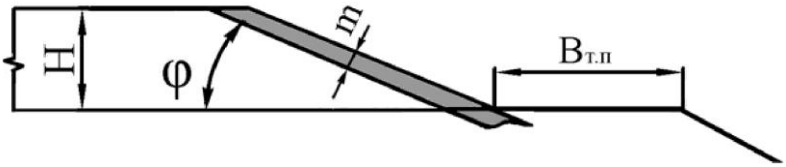

Рис. 6.1 – Параметры залегания наклонного пласта:
**Цель работы.** Изучить технологию разработки наклонного (15–20º) пласта с применением бульдозерно-рыхлительного агрегата (рис. 6.1).